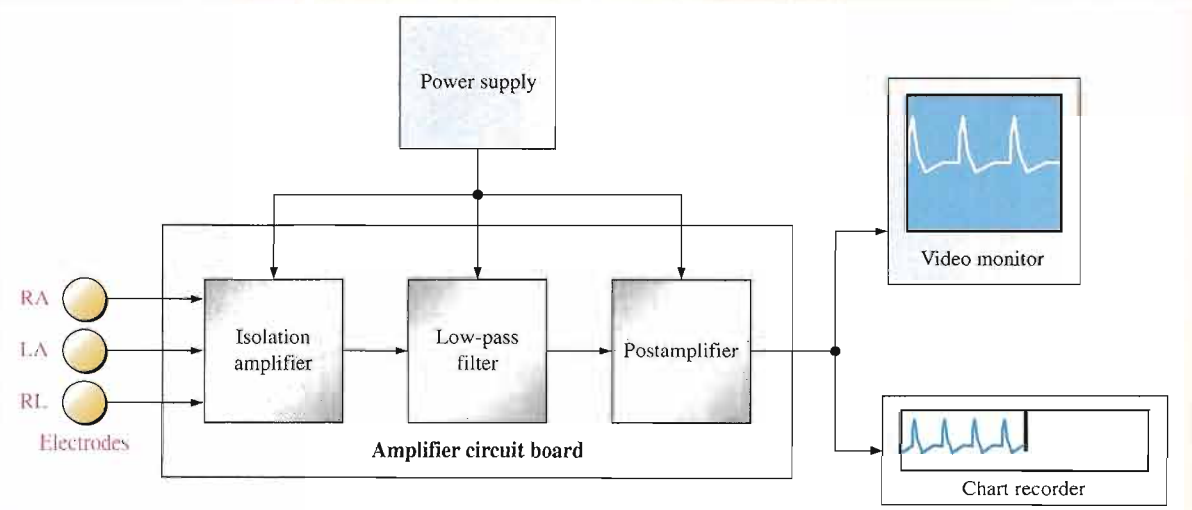

FIGURE 14–37
The inputs from the electrode sensors are connected to the amplifier board with shielded cable to prevent noise pickup. The schematic for the amplifier board is shown in Figure 14–39. The shielded cable is basically a twisted pair of wires surrounded by a braided metal sheathing that is covered by an insulated sleeve. The braided metal shield serves as the conduit for the common connection. The incoming differential signal is amplified by the fixed gain of the 3656KG isolation amplifier. The 3656KG package used in this system has 20 pins. As shown in Figure 14–38, pin 1 is at the square corner and pin 20 is directly opposite pin 1.
- Make sure that the circuit board shown in Figure 14–38 is correctly assembled by checking it against the schematic in Figure 14–39. Backside interconnections are shown as darker traces.